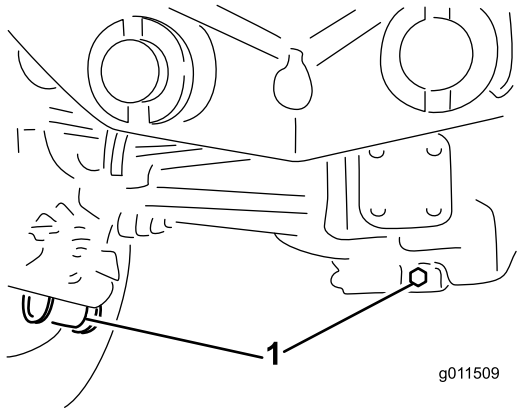

Figur 66
2. Gör rent runt de tre avtappningspluggarna; en på varje ände och en i mitten (Figur 66).